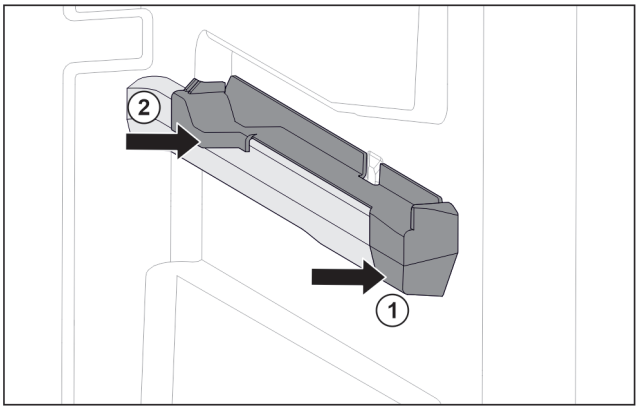

*Fig. 154 Insteekelement op rechter containerrib*
- ▶ Insteekelement voor tegen containerrib plaatsen. *Fig. 154 (1)*
- ▶ Insteekelement achter aandrukken. *Fig. 154 (2)*